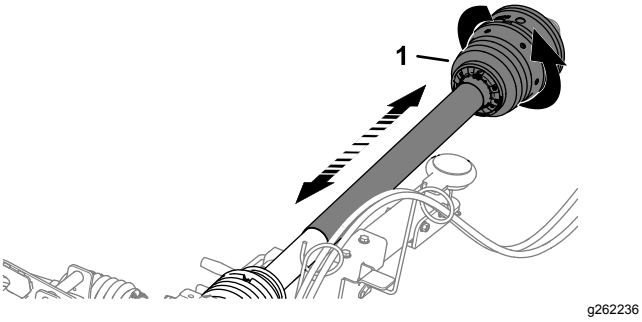

Figur 12
2. Drei den fremre halvdelen av kraftuttaksakselvernet en full omdreining (Figur 12).
3. Beveg den fremre halvdelen av kraftuttaksakselvernet frem og tilbake for å sikre at teleskopien fungerer riktig (Figur 12).